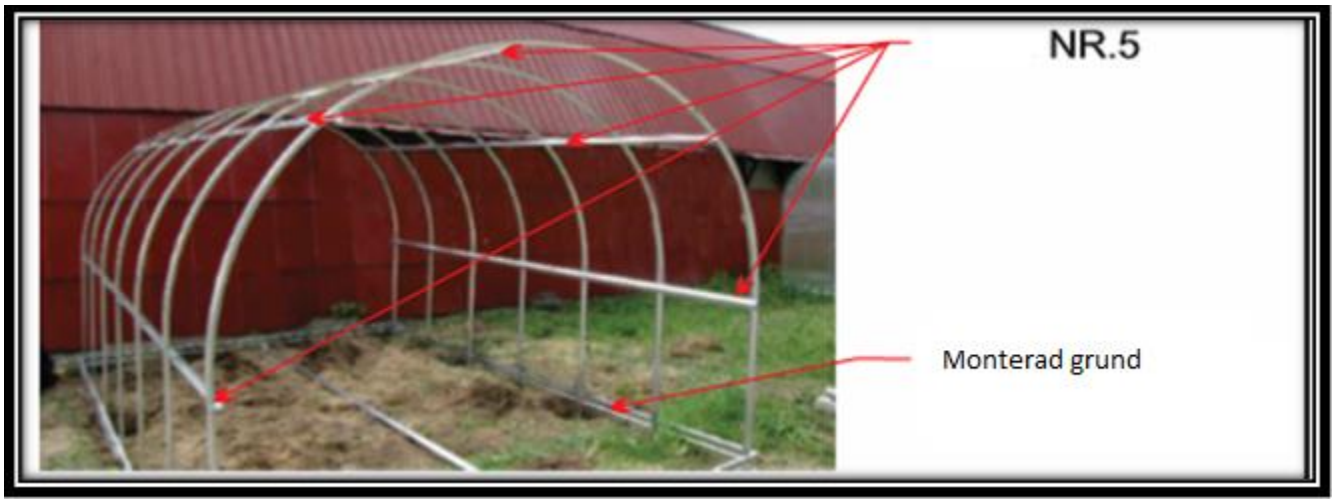

Bild 9
8. Till de redan monterade och fastskruvade valven ska du sätta fast fem valvfästen/tvärstänger (NO. 5) med skruvar M5-12 (16) och muttrar (19) (Bild 9)